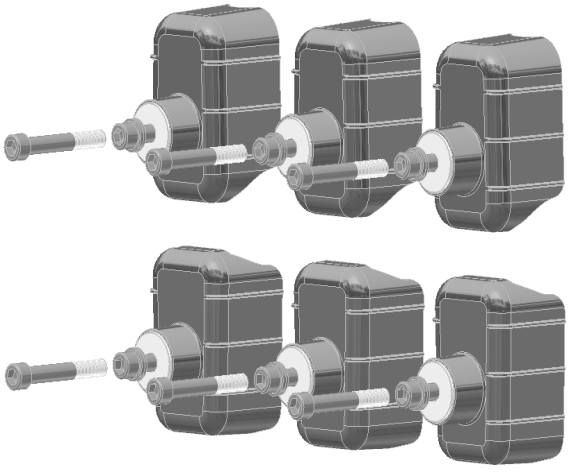

Figure 7
1) Parameter describes the distance between bus bar connection points on the upper and lower terminals of the ISM15_Shell_2 per Figures 7 and 8.